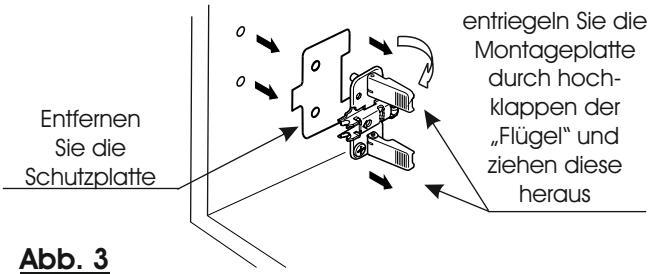

Abb. 3
4. Lösen Sie die Montageplatten durch hochklappen der „Flügel" und ziehen die Platten aus den Bohrungen. (Abb. 3)
5. Entfernen Sie die Schutzplatte. (Abb. 3)